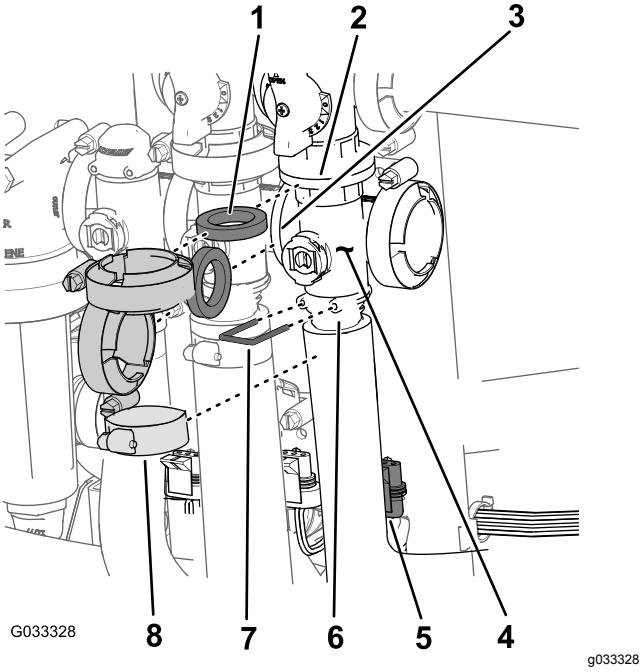

Figur 66
1. Ta bort klämmorna och packningarna som håller fast huvudsektionsventilens grenrör (Figur 66) vid huvudsektionens överströmningsventil, omrörningsventilen och huvudsektionens grenrörsventil (vid änden av flödesmätarens slang).
2. Ta bort hållaren som fäster utloppskopplingen vid huvudsektionsventilens grenrör (Figur 66).